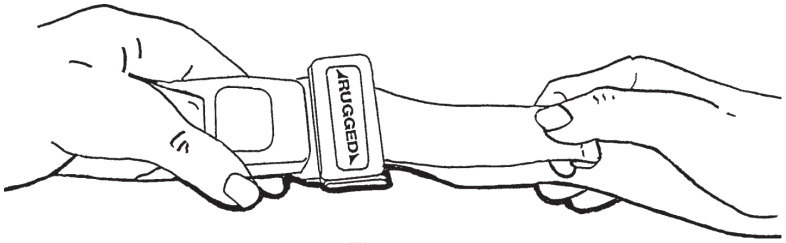

Figur 48
- **Förläng bältet** genom att fatta tag i spännets spärrplatta och vända den i vinkel mot bältesbandet och sedan dra den utåt (Figur 48). En fållad flik i bältesbandets ände förhindrar att spärrhaksplattan dras av bältet.
- **Förkorta bältet** genom att fatta tag i den fållade fliken och dra bältesbandet tillbaka genom spännets spärrplatta tills det är lagom spänt (Figur 48).